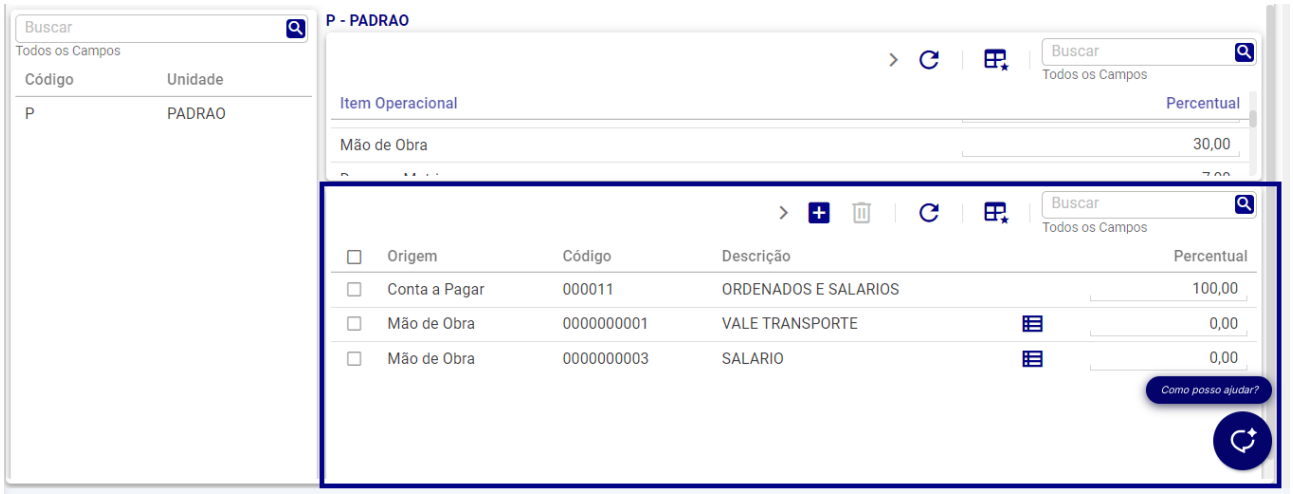

Figura 91: Detalhamento Percentual
9. Na guia de **Detalhamento** (Figura 91), adicione os itens de orçamento criados no passo anterior: